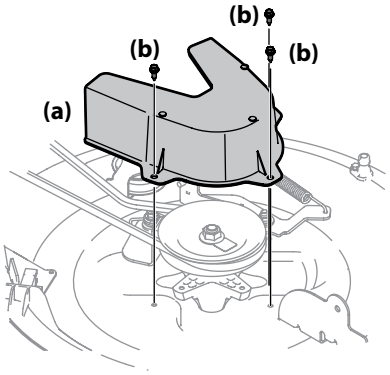
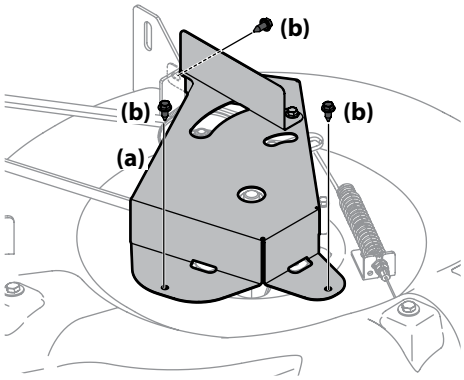

Figura 4-9
Figura 4-10
5. Extraiga la cubierta de la correa de la plataforma (a), para lo cual deberá retirar los tres pernos hexagonales (b) que la sujetan. Consulte la Figura 4-9 para plataformas de 30" y la Figura 4-10 para plataformas de 24".